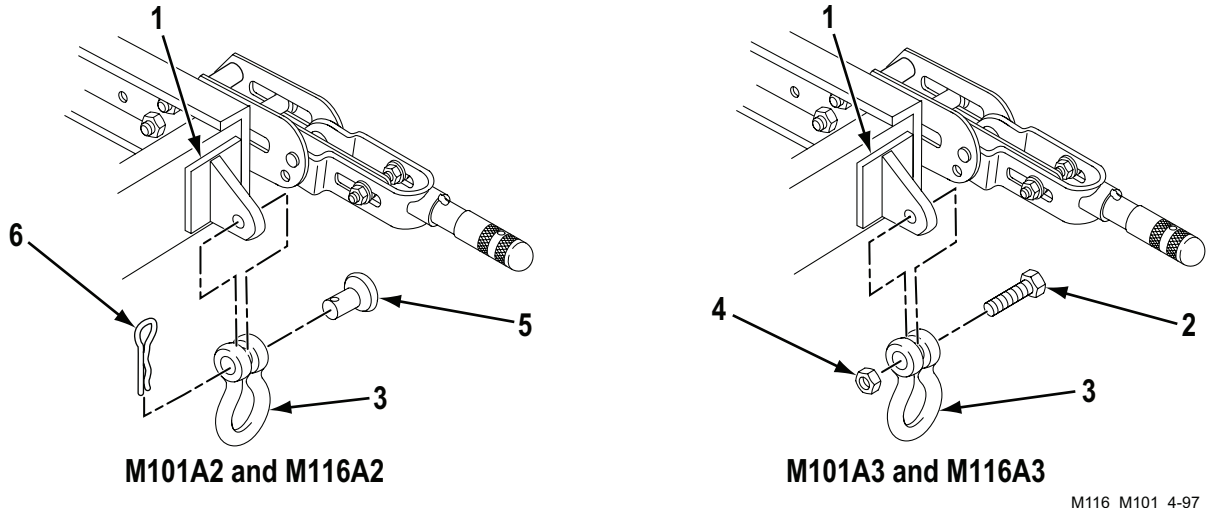

Figure 1. Lift Shackle Replacement.
1. On the M101A2 and M116A2, remove cotter pin (Figure 1, Item 6), straight headed pin (Figure 1, Item 5), and lift shackle (Figure 1, Item 3) from bracket (Figure 1, Item 1). Discard cotter pin (Figure 1, Item 6).
2. On the M101A3 and M116A3, remove self-locking nut (Figure 1, Item 4), cap screw (Figure 1, Item 2), and lift shackle (Figure 1, Item 3) from bracket (Figure 1, Item 1). Discard self-locking nut (Figure 1, Item 4).
1. On the M101A2 and M116A2, install lift shackle (Figure 1, Item 3) on bracket (Figure 1, Item 1) with straight headed pin (Figure 1, Item 5) and new cotter pin (Figure 1, Item 6).
2. On the M101A3 and M116A3, install lift shackle (Figure 1, Item 3) on bracket (Figure 1, Item 1) with cap screw (Figure 1, Item 2) and new self-locking nut (Figure 1, Item 4).